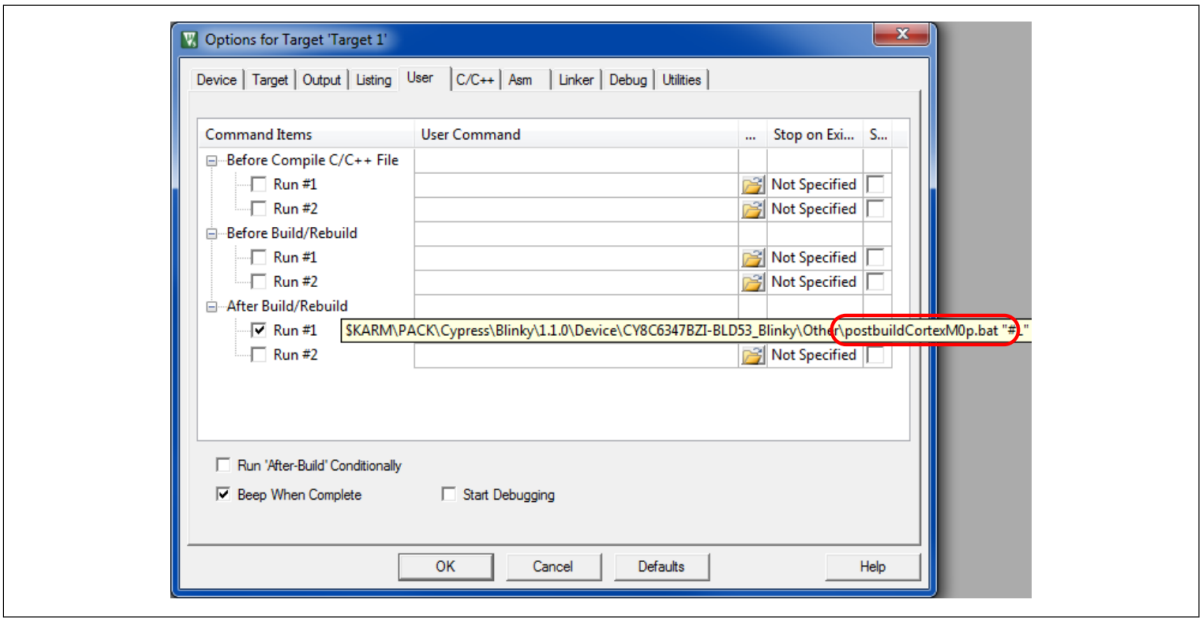

**図 21　　プロジェクトユーザーオプション**
**User** タブで、パックからビルド後の正しいバッチファイルが呼び出されていることを確認してください。図 21 に示すように、**User Command** フィールドの上にカーソルを置き、`postbuildCortexm0p.bat` が呼び出されることを確認してください。必要に応じて、他のビルド前およびビルド後のバッチファイルを追加し、他のオプションを選択してください。